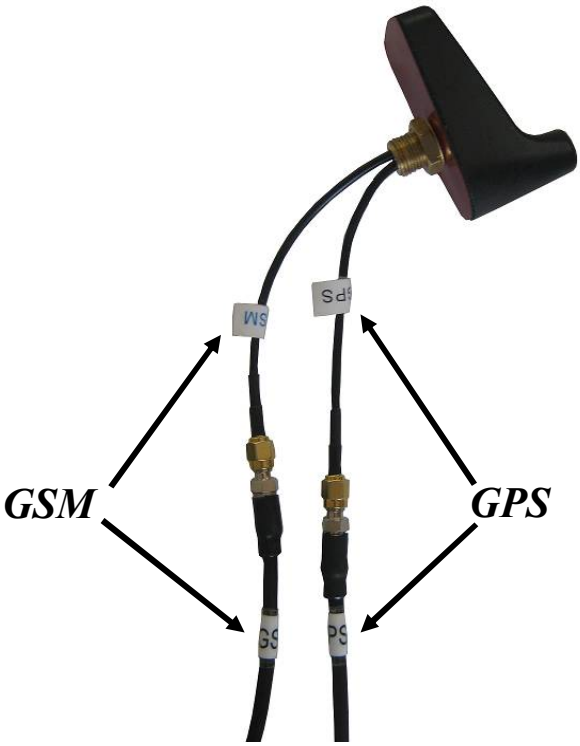

Рисунок 25
6.6 Подключить удлинители к антенне GSM/GPS **в соответствии с обозначениями на кабелях (см. рисунок 25).**